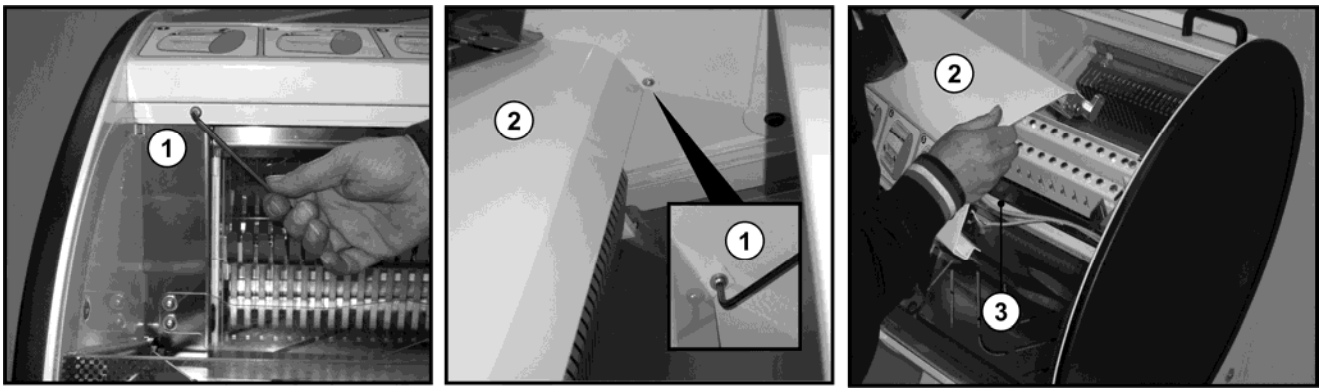

Figura 9
3. Allentare le quattro viti laterali rif. 1 di fissaggio della copertura rif. 2 (tegolo) posta sopra le lame; Figura 9
25. Riposizionare la copertura (tegolo) Figura 11 e (controllando che i fili elettrici scorrano senza impigliarsi), serrare i due dadi laterali rif. 1 Figura 9;